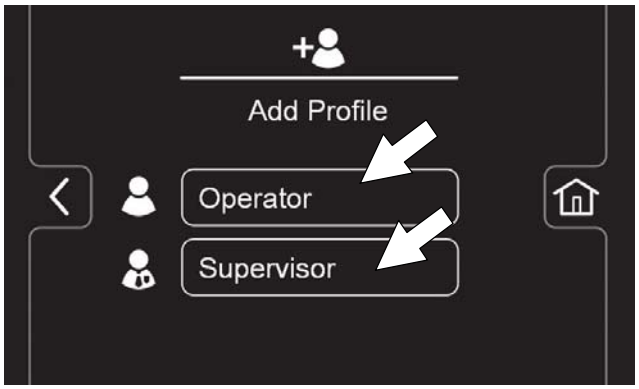

図 162
3. オペレーターボタンを押してオペレーターモードを追加するか、管理者ボタンを押して追加の管理者モードプロファイルを追加します（図162）。